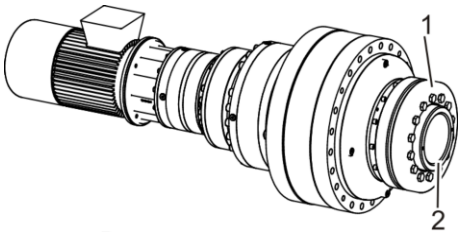

Rys. 38: przekładnia wyposażona w tarczę skurczową od strony wału odbioru napędu
1. Jeżeli przekładnia od strony wału odbioru napędu wyposażona jest w wał pusty (Rys. 38/2) na tarczę skurczową (Rys. 38/1), podczas montażu tarczy skurczowej należy też przestrzegać informacji podanych w dokumentacji producenta.